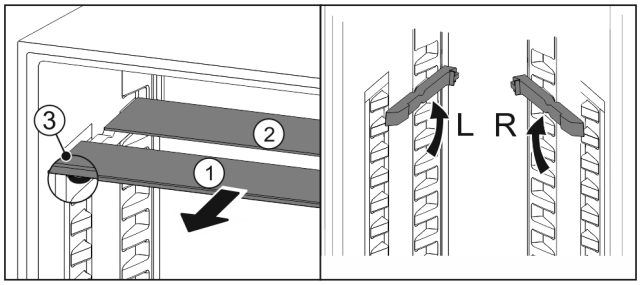

Fig. 94
- ▶ Extrageți *Fig. 94 (1)* pe rând plăcile de sticlă spre înainte.
- ▷ Placa de sticlă *Fig. 94 (1)* cu șipca decorativă se află în față.
- ▷ Opritoarele *Fig. 94 (3)* indică în jos.